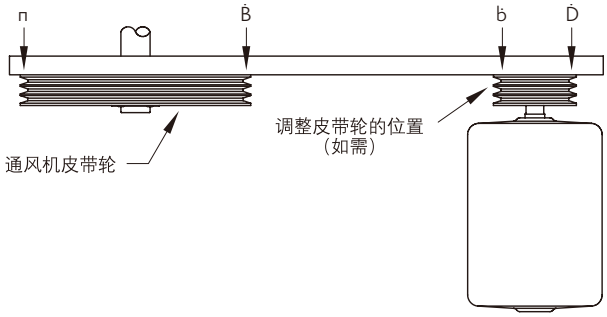

图 18 – 皮带轮的线形检查
9. 作为最终检查，在皮带轮和皮带轮之间放置直尺，应有四个接触点（见**图18**）。必要时调整电动机皮带轮的位置，直到达到四点接触。